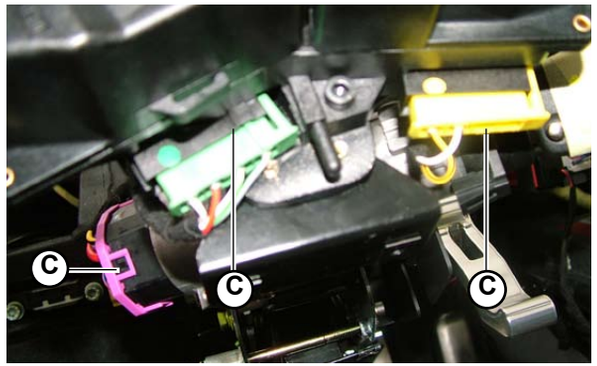

Fig.6
3. Disconnect all connections (**C-Fig.6/7**) (7 connections + earth).